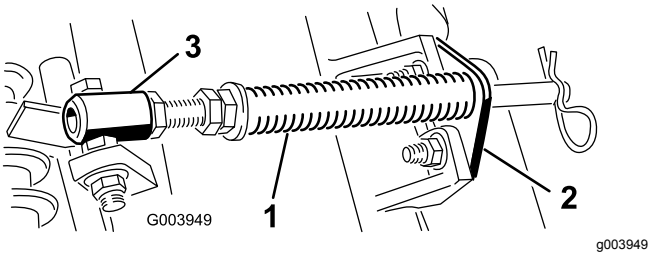

**Figur 5**
A. Demontera de två vagnskruvar och muttrar som håller fast stångbeslaget på klippenhetens flikar (Figur 5).
B. Ta bort den flänsmutter som fäster fjäderrörets skruv vid bärramens flik (Figur 5). Ta bort monteringen.